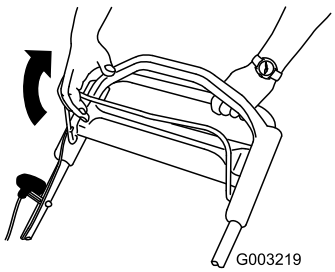

Figura 12
3. Tenete la barra di comando della lama contro la stegola (Figura 12).